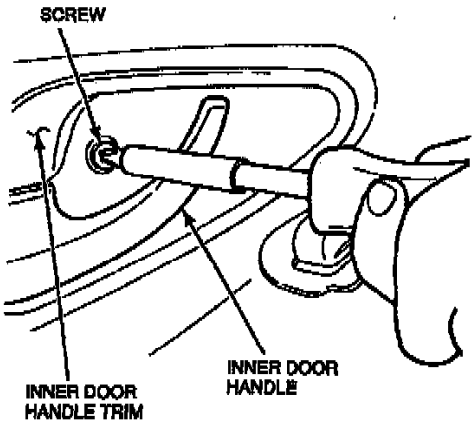

Figure 3 TB-3161-A
f. Remove the inner door handle trim screw (Figure 3) - 1993-94 model years only.